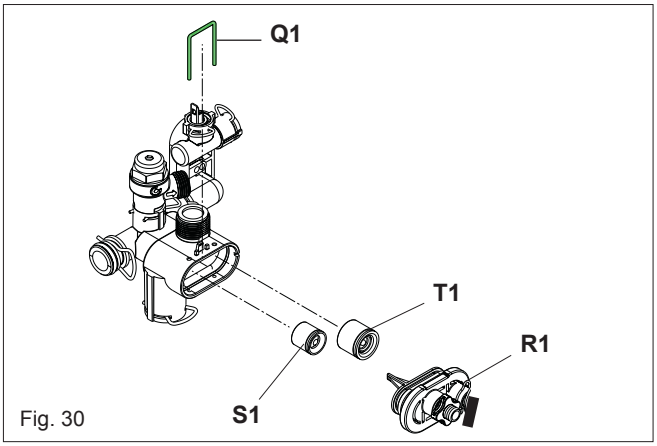

Fig. 30
6.17 AUTOMATIC BY-PASS & DHW NON-RETURN VALVE (fig. 30)